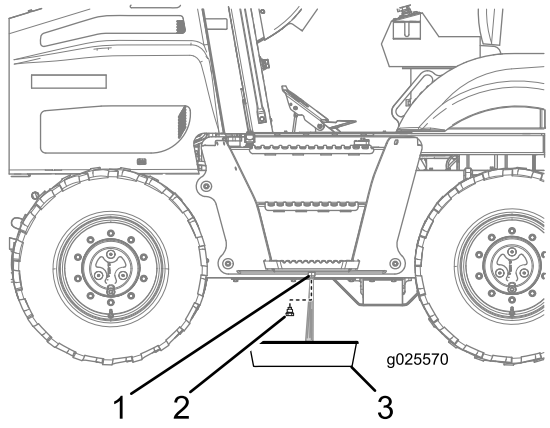

Rysunek 70
3. Odkręć korek spustowy ze zbiornika paliwa i spuść wodę (Rysunek 70).
4. Gdy pojawi się czyste paliwo, załóż korek spustowy i dokręć go mocno (Rysunek 70).